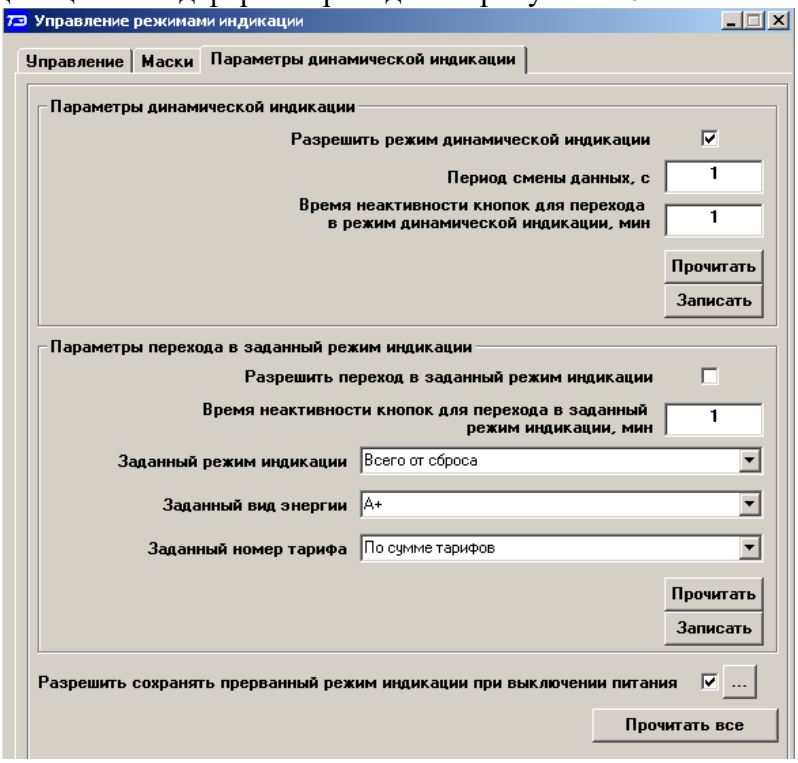

Рисунок 22 – Вкладка «Параметры динамической индикации»
16.2.6.3 Динамическая индикация запрещена при выходе счетчика с предприятия - изготовителя. Для разрешения динамической индикации нужно установить и записать следующие параметры в группе элементов «Параметры динамической индикации» (рисунок 22):
16.2.7.3 Этот режим запрещен при выходе счетчика с предприятия-изготовителя. Для разрешения режима нужно установить и записать следующие параметры в группе элементов «Параметры перехода в заданный режим индикации» (рисунок 22):